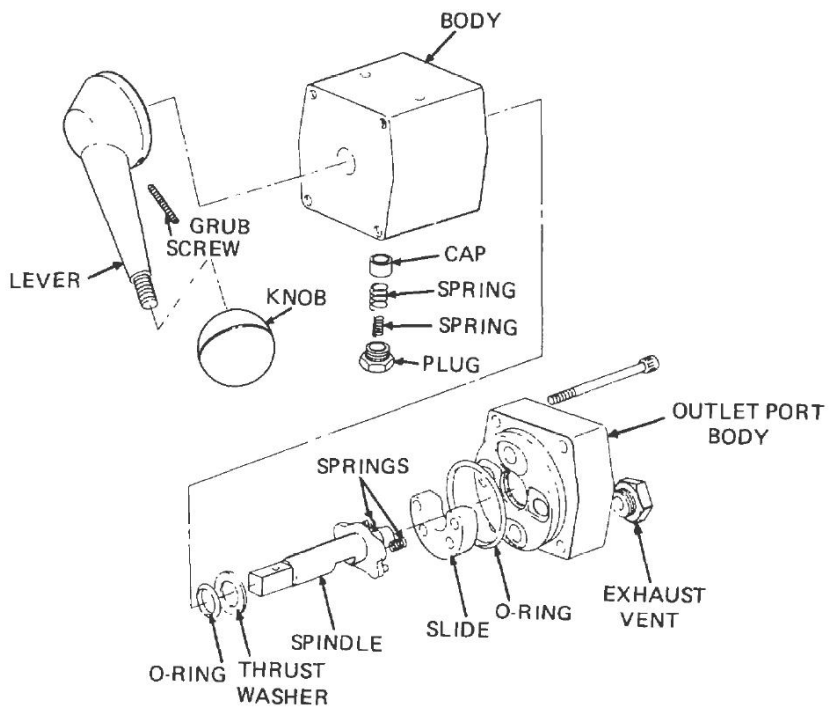

Figure 33 Pump Control Valve – Exploded View
a. Unscrew the exhaust vent from the outlet port body, then remove the plug, the inner and outer springs and the cap from the valve body (Figure 33).